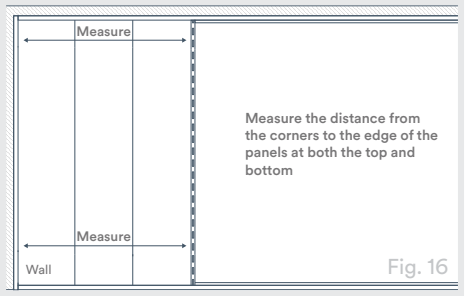

Fig. 16
7. Check your installation periodically to ensure the panels continue to be installed in straight, even rows. To do this, measure the distance from the wall or floor to the edge of your panels at both ends (Fig. 16). If both measurements are identical, the installation is adequately aligned. If the measurements are uneven, you will need to correct the positioning of your board(s).